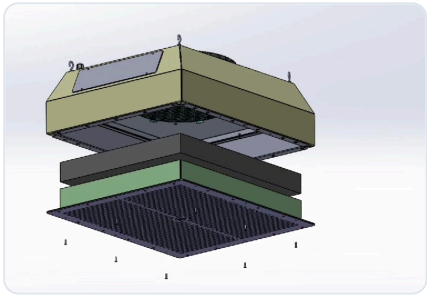

Fig. 5 – HEPA H14 (dark) above HEPA 10 (green)
5. Remove the used filters: first pull out the HEPA H14 main filter (top layer, dark in the illustration) sideways, then remove the HEPA 10 pre-filter (green in the illustration) and, if fitted, the activated carbon filter from the grille (Figs. 5 and 6). Make sure that no dust falls out; immediately pack the old filters in the packaging of the new filters.